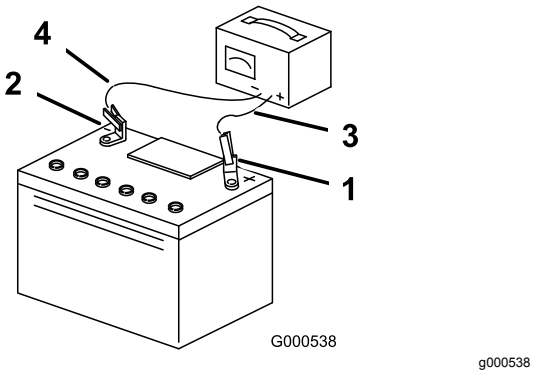

Figuur 53
5. Zodra de accu volledig is opgeladen, haalt u de acculader uit het stopcontact en maakt u de oplaadkabels los van de accuklemmen (Figuur 53).